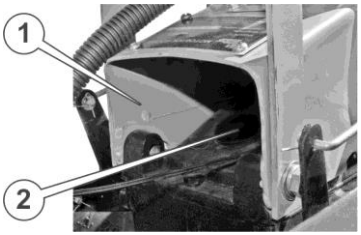
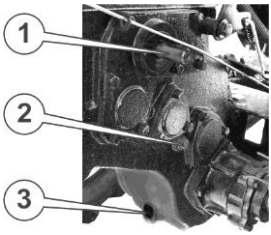

Рисунок 31. – Кріплення керма
Рисунок 32. – Редуктор вид збоку
19. Встановити кришку (2) (див. рис. 31.) відсіку для інструмента за допомогою 2-х болтів М6, надійно затягнути болти.
2. Очистіть корпус редуктора біля пластикової пробки заливного отвору (2) (див. рис. 31.), яка розташована під кронштейном (1) кріплення керма, і біля болта контрольного отвору (2) (див. рис. 32.), яка розташована на правій стороні редуктора.
3. Послабте болт контрольного отвору (2) (див. рис. 32.). Якщо з отвору потече мастило, це означає, що рівень мастила в нормі. Якщо мастило не тече, це означає, що мастило там відсутнє, або його рівень занадто низький. У такому випадку відкрутіть болт контрольного отвору, відкрийте пластикову кришку заливного отвору (2) (див. рис. 31.) редуктора і за допомогою кутової лійки або гнучкого шланга заливайте в редуктор мастило до тих пір, поки воно не потече з контрольного отвору.